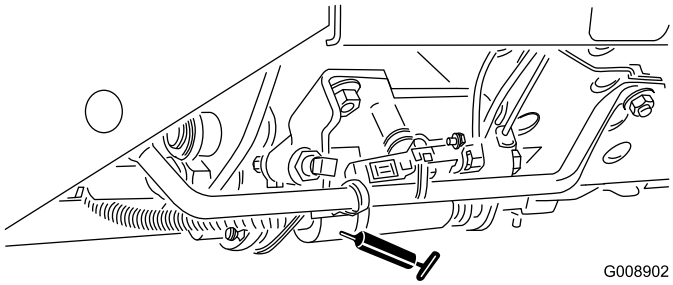

Figur 44
- Klippe/transportskyder (Figur 44)